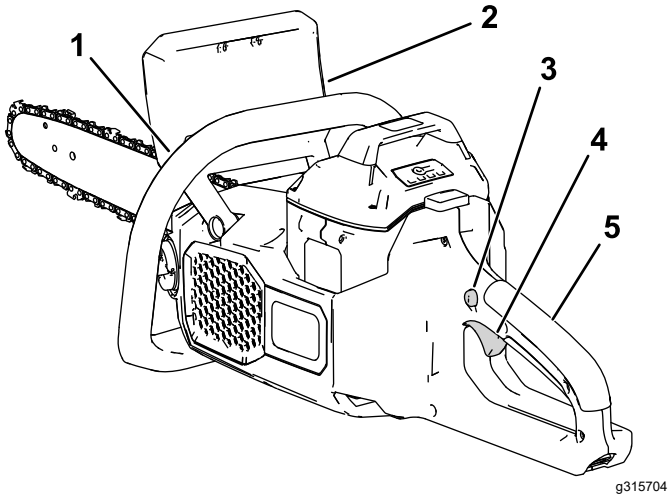

**Rysunek 9**
7. Trzymając lewą dłoń na uchwycie przednim i prawą na uchwycie tylnym naciśnij blokadę przycisku uruchamiającego, a następnie naciśnij przycisk uruchamiający (Rysunek 9).